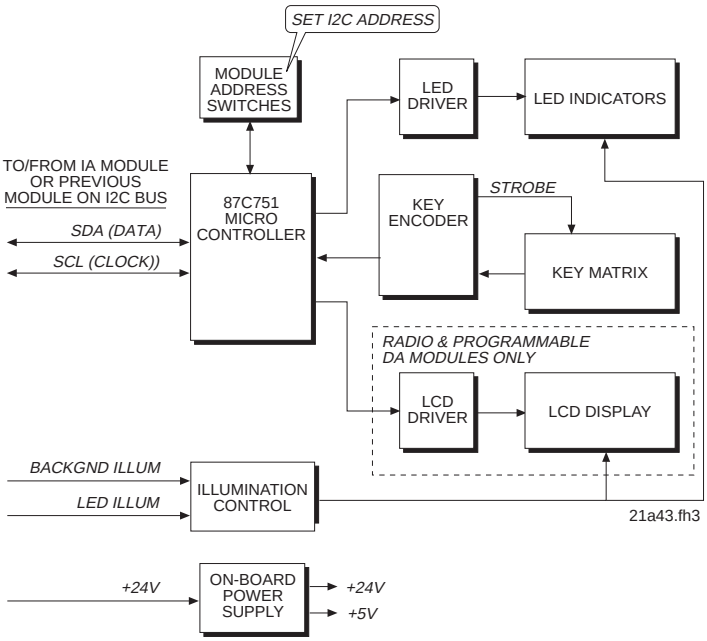

***Figure 5-98. Selector Modules Block Diagram***
**Figure 5-98** illustrates a functional block diagram of the selector circuitry. There are three basic functional elements to the module circuitry; (i) an LCD display that shows the frequency controlled by each set of keys at radio selectors, or the telephone line accessed by each key at a Programmable DA Selector; (ii) key indicators that provide key command status, and (iii), a key matrix. A microcontroller manages all three elements as well as $I^2C$ bus message I/O.